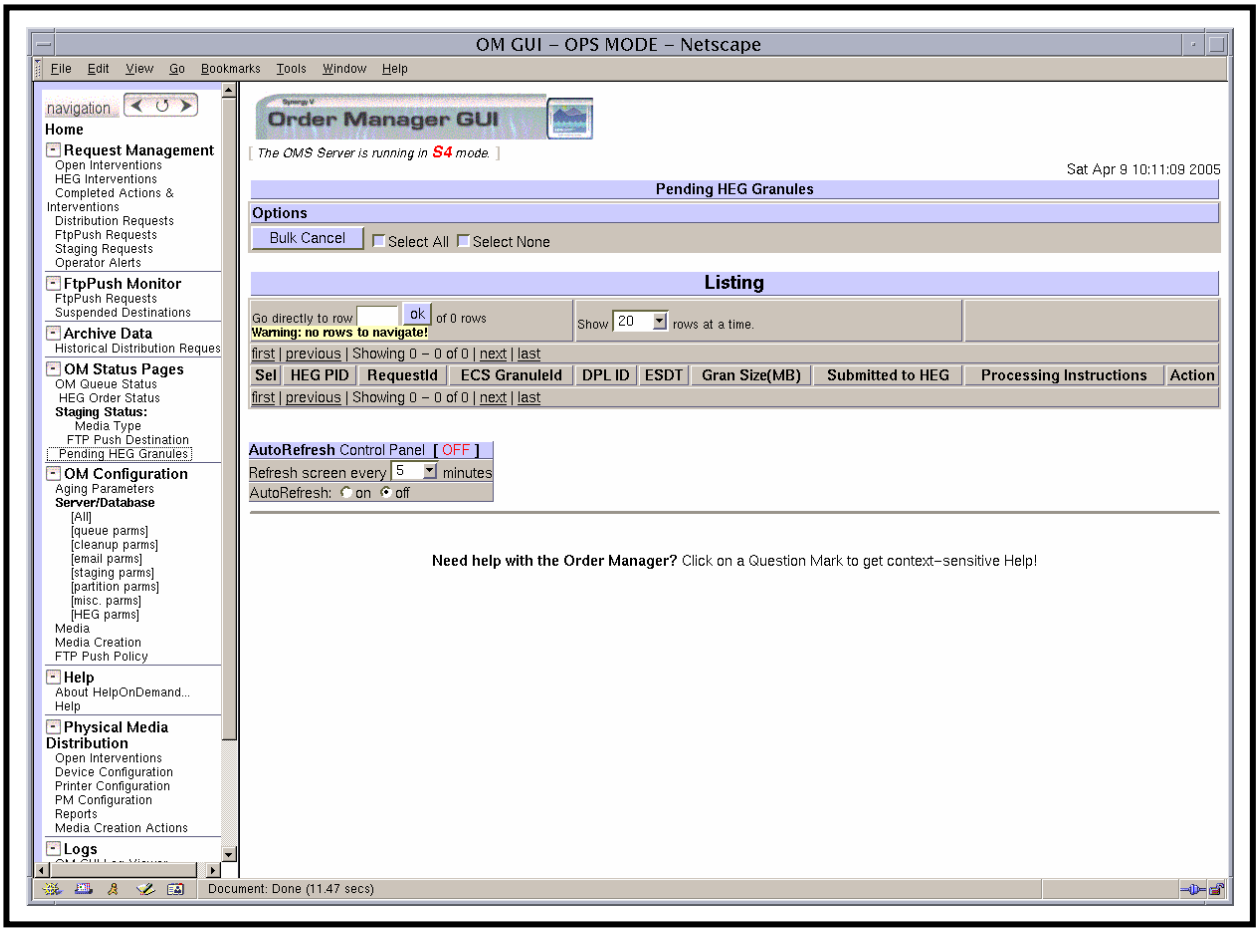

Figure 44. Pending HEG Granules Page
New for Synergy V, the **OM GUI** displays pending HEG granules. The **Pending HEG Granules** page (Figure 44) provides the Distribution Technician (whether full-capability or limited capability operator) with a means of viewing pending HEG granules.
- The **Pending HEG Granules** page (Figure 44) is displayed.